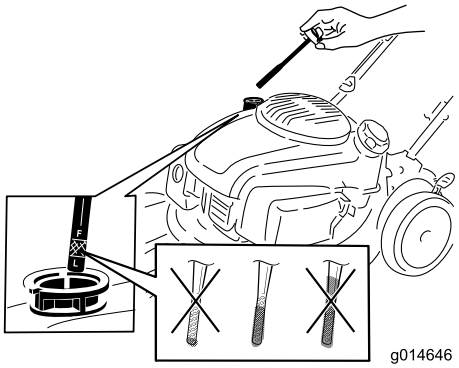

Figure 5
1. Retirez la jauge (Figure 5).
2. Versez de l'huile **lentement** dans le goulot de remplissage pour faire monter le niveau jusqu'au repère du plein (Full) sur la jauge (Figure 5). **Ne remplissez pas excessivement.** (Remplissage max. : 0,65 L (22 oz), type : huile détergente 10W-30 ou SAE 30 de classe de service API SJ ou supérieure.)
Remarque: Chaque fois que vous vérifiez le niveau d'huile, sortez la jauge et essuyez-la sur un chiffon propre, remettez-la dans le goulot de remplissage (**sans** la visser), puis ressortez-la et vérifiez le niveau (Figure 5).